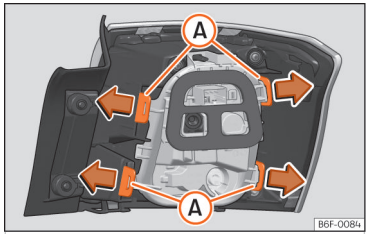

Abb. 171 Befestigungslaschen Rückseite Heckleuchte.
- Bauen Sie den Lampenträger aus, indem Sie die Befestigungslaschen ››› (Abb. 171) A entriegeln.